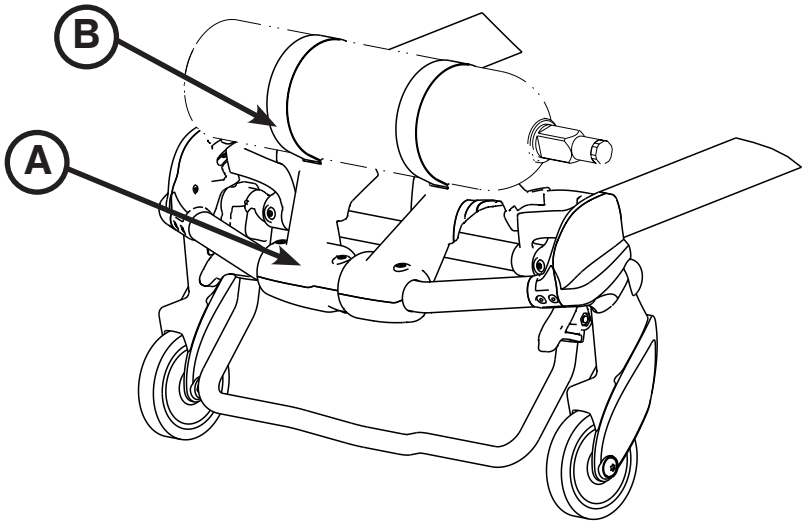

Figure 65
1. Centrer la bouteille d’oxygène sur la surface en forme de berceau de l’article (A), comme le montre la Figure 65.
2. Serrer les deux sangles (B) autour de la bouteille d’oxygène.